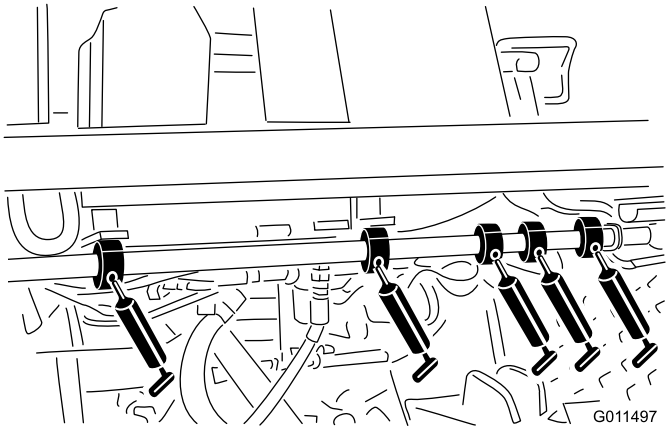

Figura 37
- Cojinetes del pivote del eje de freno (5) (Figura 37)